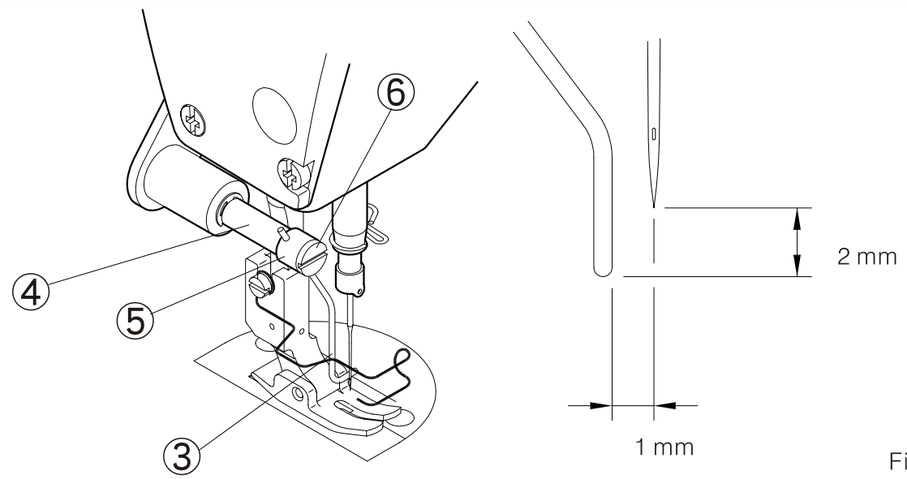

Fig. 16
(2) Inserte la barra del limpiador de hilo 3 en el eje 4, y haga que la punta de la barra 3 este 2mm. Por debajo de la punta de aguja. En este momento, la parte plana de la barra del limpiador de hilo 3 debe estar a 1 mm de distancia del centro de la aguja. El limpiador de hilo 3 esta presionado y sostenido por el anillo fijo del limpiador de hilo 5. Ambos están fijados por el tornillo 6. (Fig. 16)